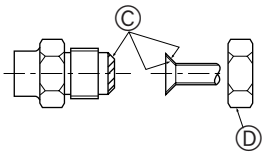

Fig. 4-1
4.2. Tubos de ligação (Fig. 4-1)
Ⓐ (Fig. 4-1)
Ⓑ (Fig. 4-1)